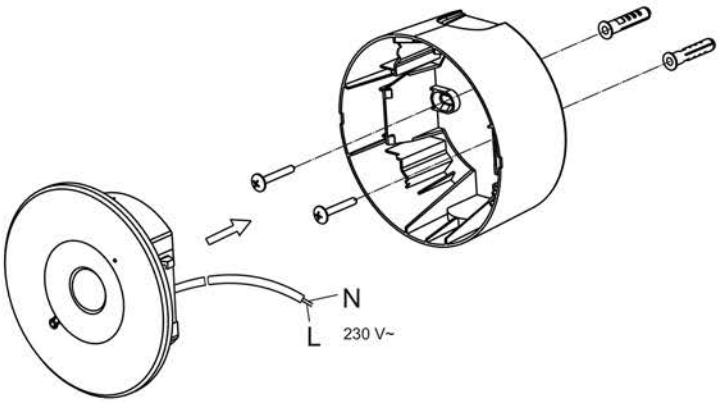

Рисунок 7 – Накладной монтаж ДПА 140
4.4.4 Возможен накладной монтаж ДПА 140 на стену, потолок с креплением через корпус (рисунок 7).